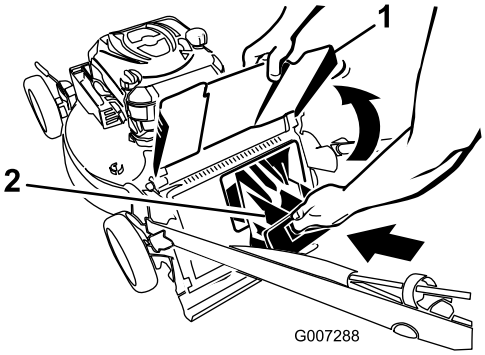
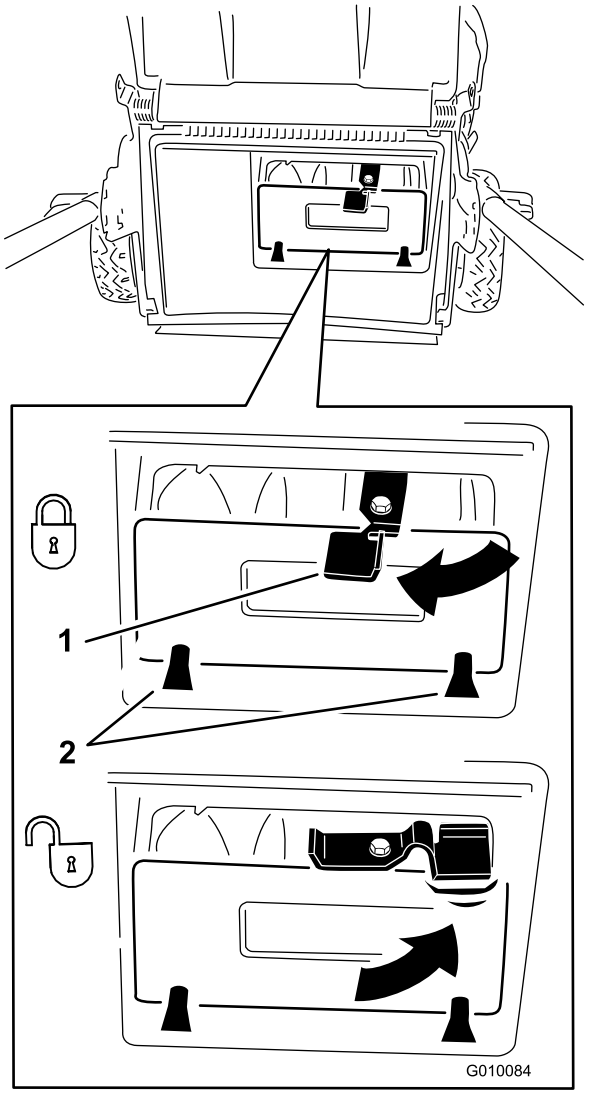

**Figuur 18**
**Figuur 19**
**Belangrijk: Zorg ervoor dat de afsluiter van het achteruitwerpkanaal is geplaatst en vergrendeld. De afsluiter vergrendelen: Breng de afvoergeleider aan de achterzijde omhoog (Figuur 18), duw de afsluiter stevig naar binnen tot deze vastklikt en draai de hendel op de afsluiter linksom (Figuur 19).**
**Opmerking:** Om de afsluiter te ontgrendelen, draait u de hendel op de afsluiter naar rechts (Figuur 19).